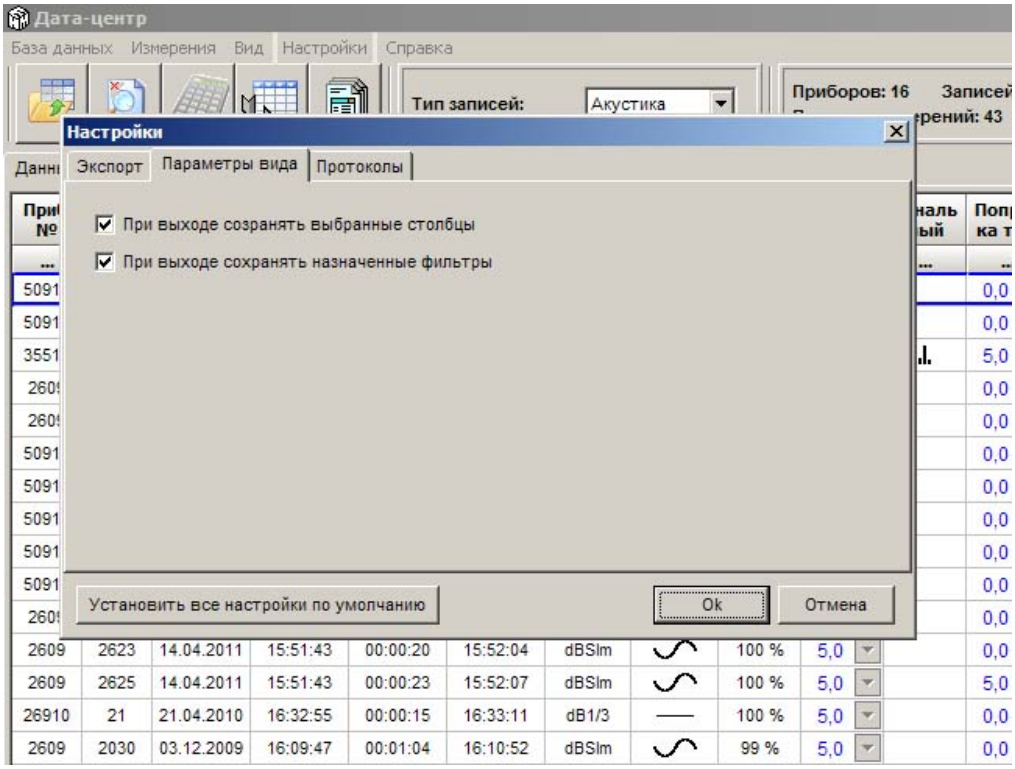

Рис. 3.6. Выбор параметров сохранения вида.
3.1.4.2. В закладке «Параметры вида» можно задать сохранение фильтров и отображения столбцов основной таблицы при закрытии программы, рис.3.6.